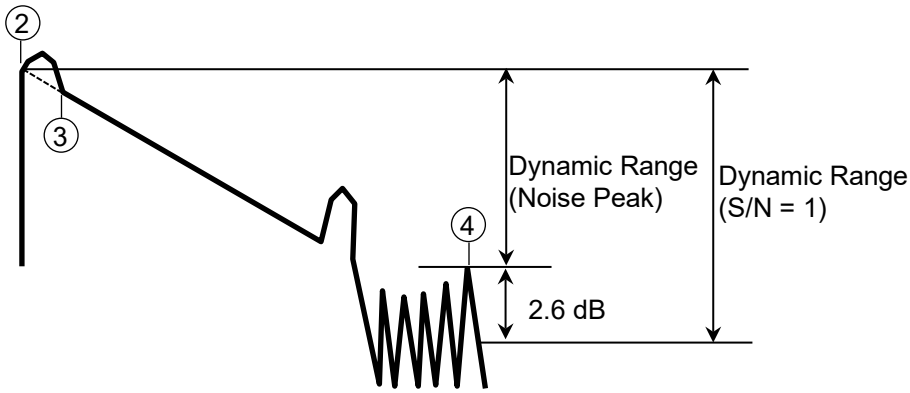

Figure 15.3.3-2 How to Measure Dynamic Range
20. Place the markers on the positions shown in Figure 15.3.3-2.
② Extreme left of the trace graph
③ Optical connector of the ACCESS Master
④ Noise peak